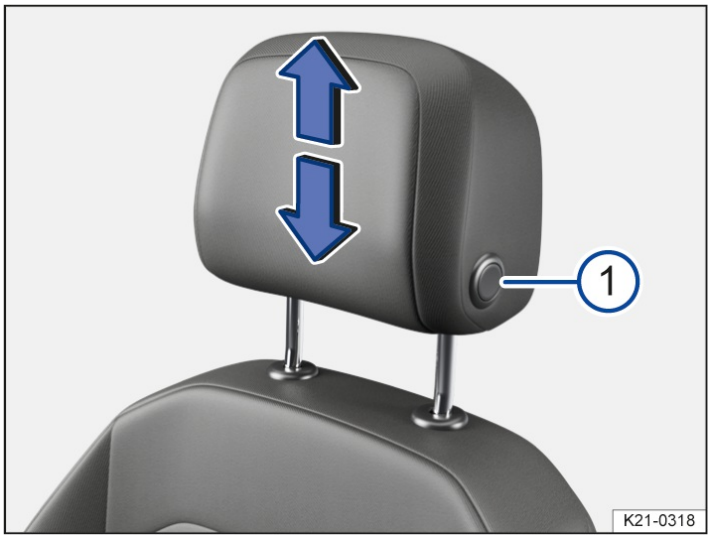

Fig. 1 Removing the front head restraint without forward/backward adjustment (general example).
3. Pull the head restraint all the way out while pressing the→ *fig. 1* (1) button fully.